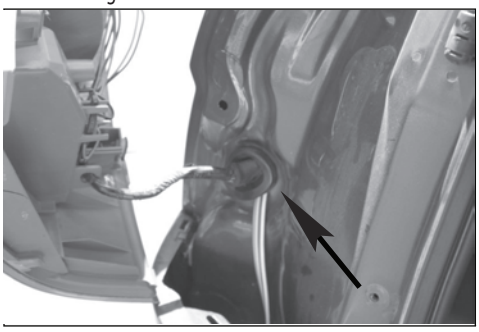

Figure 2
9. Cut the cable ties on 4-Flat portion of harness. Route the 4-Flat portion of the RV harness with connector ends containing the Green wire through the opening behind the taillight shown in **Figure 2**. Push grommet back into hole around the 4-Flat wire. It may be necessary to make a slit in grommet. If so apply silicon around area to seal.